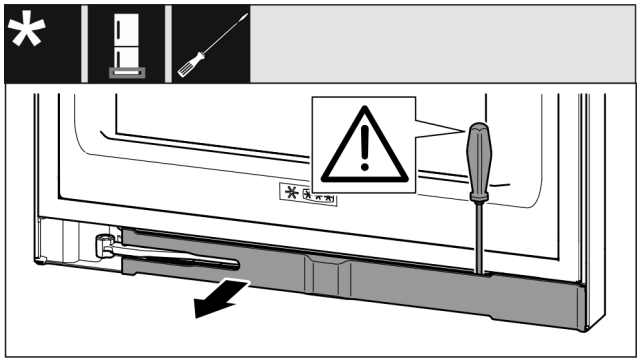

Fig. 12
▶ Use a slotted screwdriver to unlatch the trim and swing it to the side. (see Fig. 12)